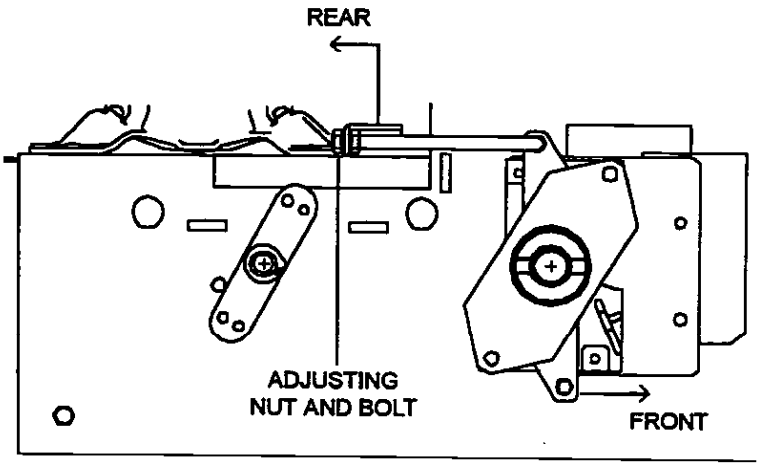

FIGURE 24
- For operators with hoist, there is an adjustment for the brake release arm to compensate for relocation of the motor. This adjustment bolt and nuts are shown in Figure 24. Adjust nuts to increase the distance between the two levers if the belt is being tightened. Check the brake to make certain it is engaged after making this adjustment.